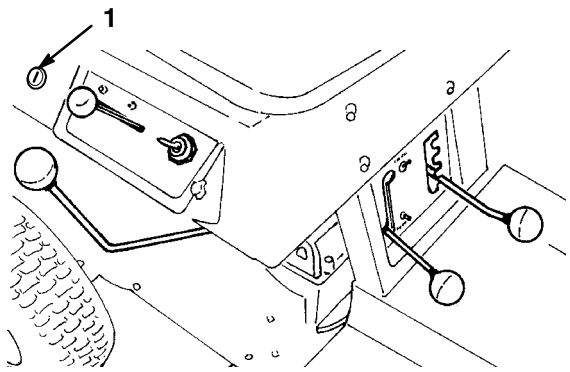

Bild 9
Wenn Sie im Rückwärtsgang den Zapfwellenantrieb benötigen, können Sie diesen Sicherheitsschalter mit Hilfe des Schlüsselschalters beim Sitzbügel deaktivieren (Bild 9).
2. Stecken Sie den Schlüsselschalter in sein Schloss (Bild 9).